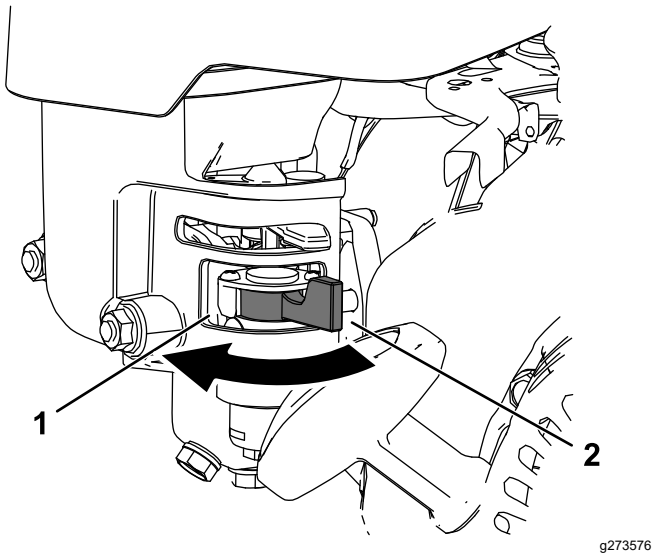

Figur 18
- Öppna bränsleventilen genom att vrida bränslekranen mot startsnörets handtag (Figur 18).
- Stäng bränsleventilen genom att vrida bort bränslekranen från startsnörets handtag (Figur 18).